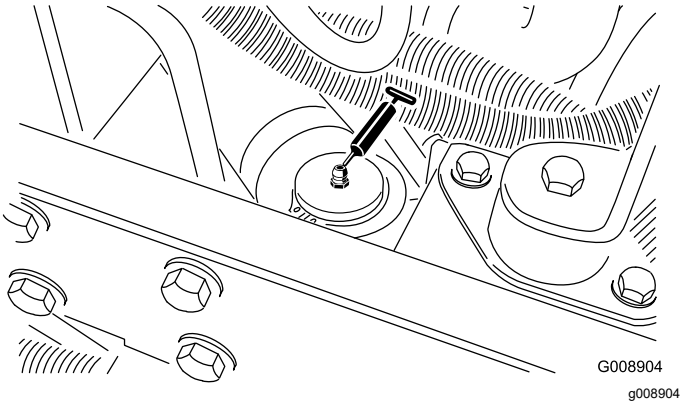

Figur 52
- Styretøjscylinder (Figur 52)